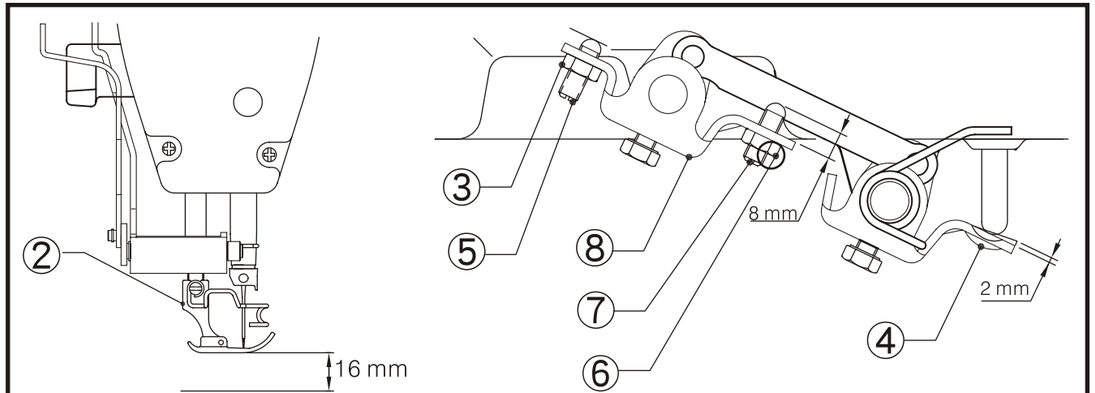

Fig. 6
3. Afloje la tuerca 3. (Fig. 6)